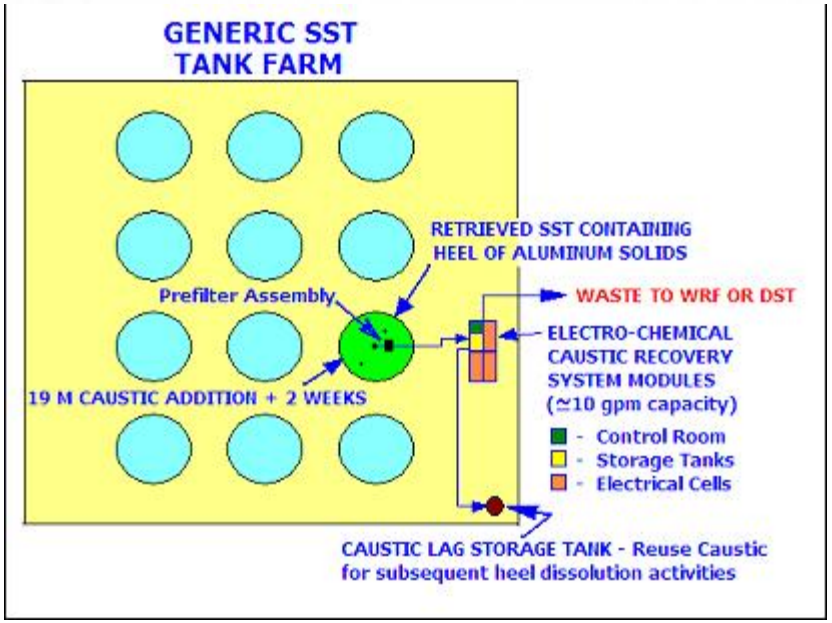

FIGURE 3. ECCR SYSTEM DEPLOYED AT GENERIC SST FARM (SAME SYSTEM AS USED IN DST FARM)
- Figure 3: This type of deployment would be used to support retrieval of the aluminum bearing heels from SST that have been retrieved to the limits of the retrieval technology but still have aluminum heels larger than allowed, i.e., greater than 360 cubic feet or 2,700 gallons. The reclaimed caustic could then be used to dissolve aluminum heels in other nearby SSTs.